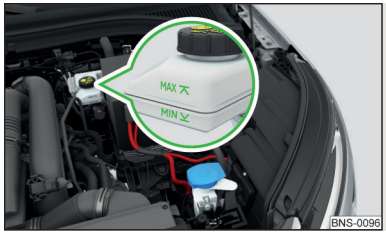

Fig. 267
Verificar el estado del líquido de frenos - el líquido de freno tiene que estar entre las marcas “MIN” y “MAX” » fig. 267.
■ Sin embargo, si el nivel de líquido desciende de forma apreciable en poco tiempo, o lo hace por debajo de la marca de “MÍN.”» fig. 267, puede ser a causa de una fuga en el sistema de frenos. No seguir conduciendo - ¡Existe peligro de accidentes! Recurra a la asistencia profesional de un taller especializado.